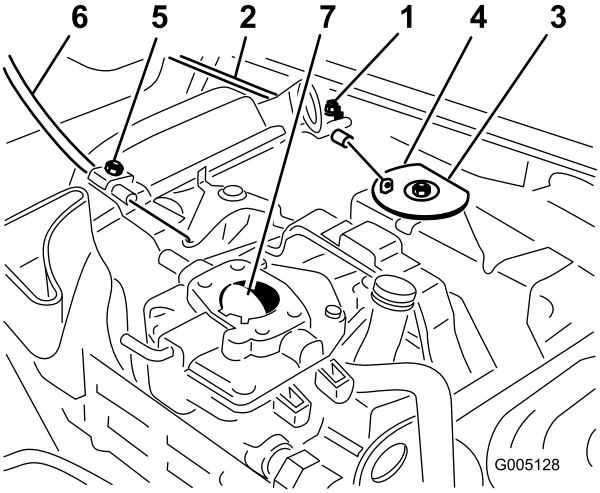

Figur 47
1. Løsne klemskruen som fester kabelen til motoren (Figur 47).
3. Dra kraftig i gasskabelen til bakdelen av svivelen kommer i kontakt med stopperen (Figur 47).
3. Dra kraftig i chokekabelen til chokeventilen er helt lukket, og stram deretter klemskruen som fester kabelen (Figur 47).